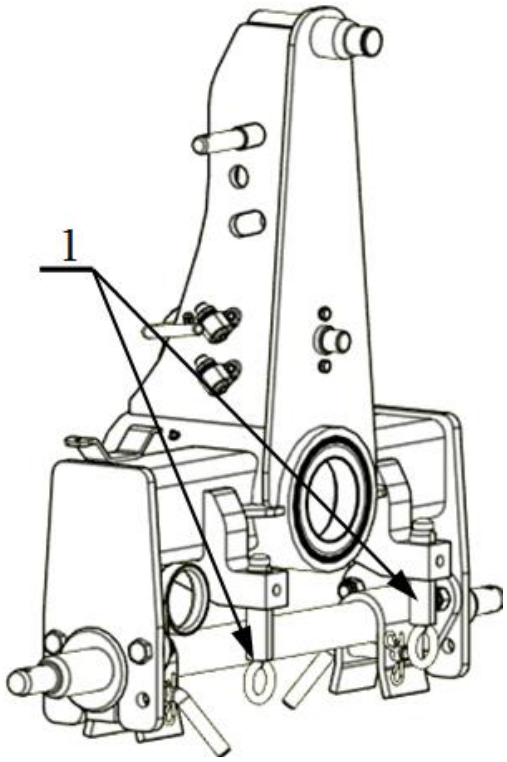
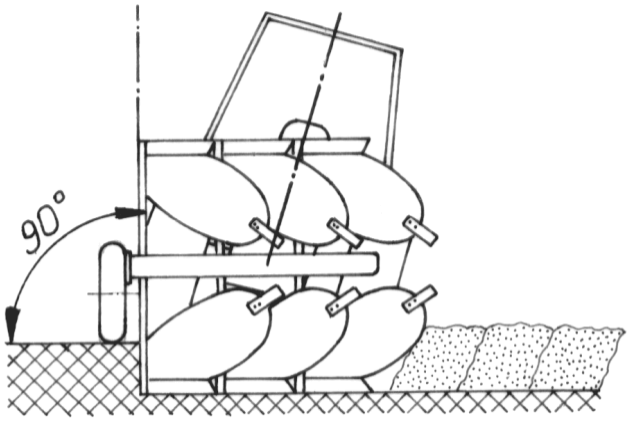

Rysunek: 19
Rysunek: 20
- Śruby zderzaka **1** (*Rys. 19*) ustawiamy tak, aby kąt pługa wynosił 90° do gruntu (*Rys. 20*).